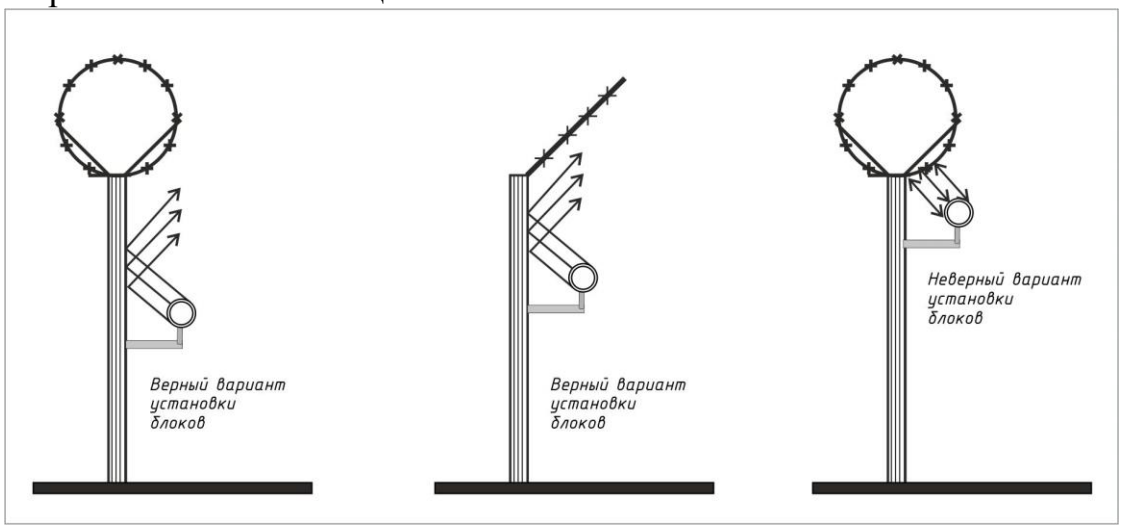

Рис. 4.8 Рис. 4.9 Рис. 4.10
4.2.5 При установке блоков извещателей на заграждении, по верху которого размещены барьеры безопасности в виде колючей проволоки (ленты), либо армированной скрученной колючей ленты (АСКЛ), необходимо определить оптимальную высоту установки блоков. Элементы колючей проволоки создают отражения, которые оказывают влияние на формирование ЗО и увеличивают количество ложных срабатываний извещателя. На рис. 4.8 и 4.9 показаны правильные варианты установки блоков вблизи АСКЛ. Отраженный от вертикальной плоскости заграждения сигнал с наклонной поляризацией не попадает в БПРМ и не приводит к ложным срабатываниям. На рис. 4.10 показан неверный вариант установки БПРМ